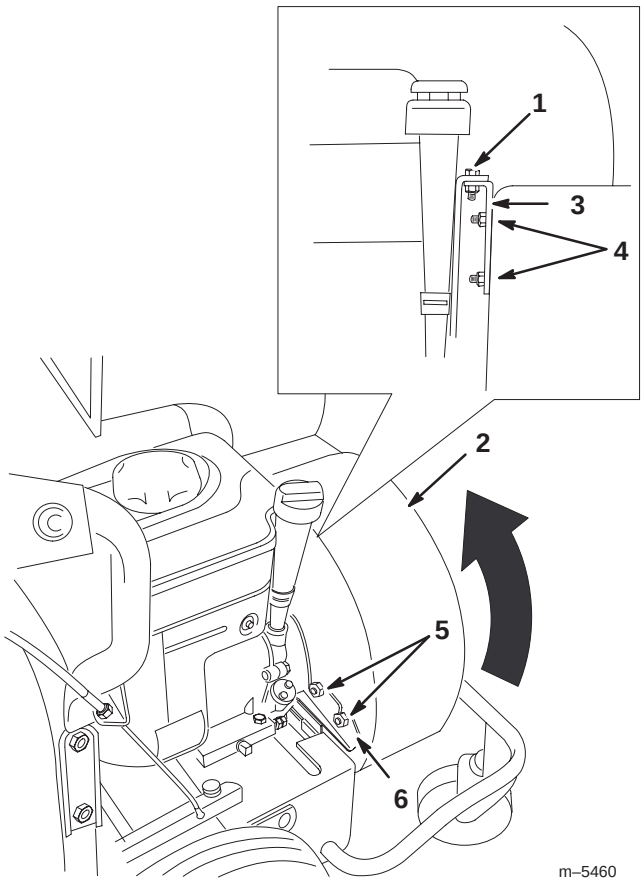

Bild 16
6. Entfernen Sie die Schraube, mit der das Gebläsegehäuse am Motorbügel abgesichert wird (Bild 16).
7. Entfernen Sie die zwei Sicherungsmuttern, mit denen das Gehäuse am Motorbügel abgesichert wird und entfernen den Bügel (Bild 16).
9. Entfernen Sie die zwei Sicherungsmuttern, mit denen das Gebläsegehäuse am Stabilisatorbügel abgesichert wird (Bild 16).